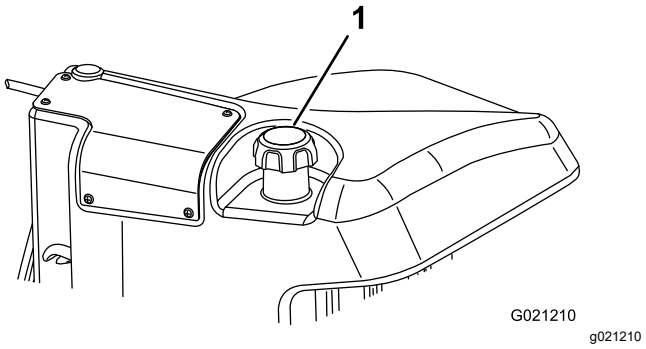

Figuur 49
3. Verwijder de dop van de brandstoftank (Figuur 49).